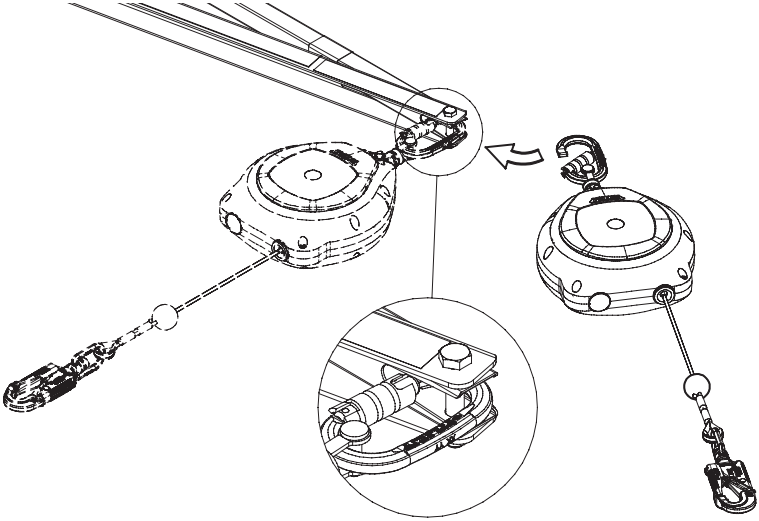

Figura 31. *Collegamento di un blocco di arresto anticaduta Falcon da 6,2 m*
2. Il passaggio successivo consiste nel collegare il blocco di arresto anticaduta. Accertarsi che il componente sia collegato correttamente e fissato a SkyReach Anchor. La Figura 31 mostra come è collegato il blocco di arresto anticaduta Falcon da 6,2 m al punto di ancoraggio.